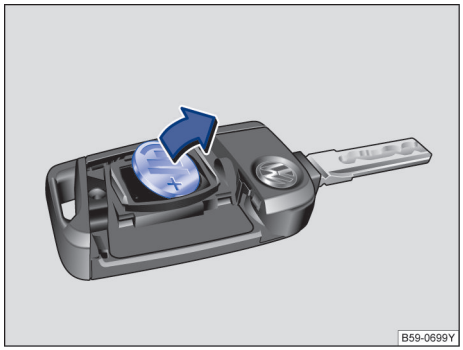

图 49 汽车钥匙：取出旧电池
– 用一合适的扁平器具从电池盒里撬出电池→ 图 49。
– 安放新电池，然后沿→ 图 49 箭头相反方向将其推入电池盒内→ ⓘ。